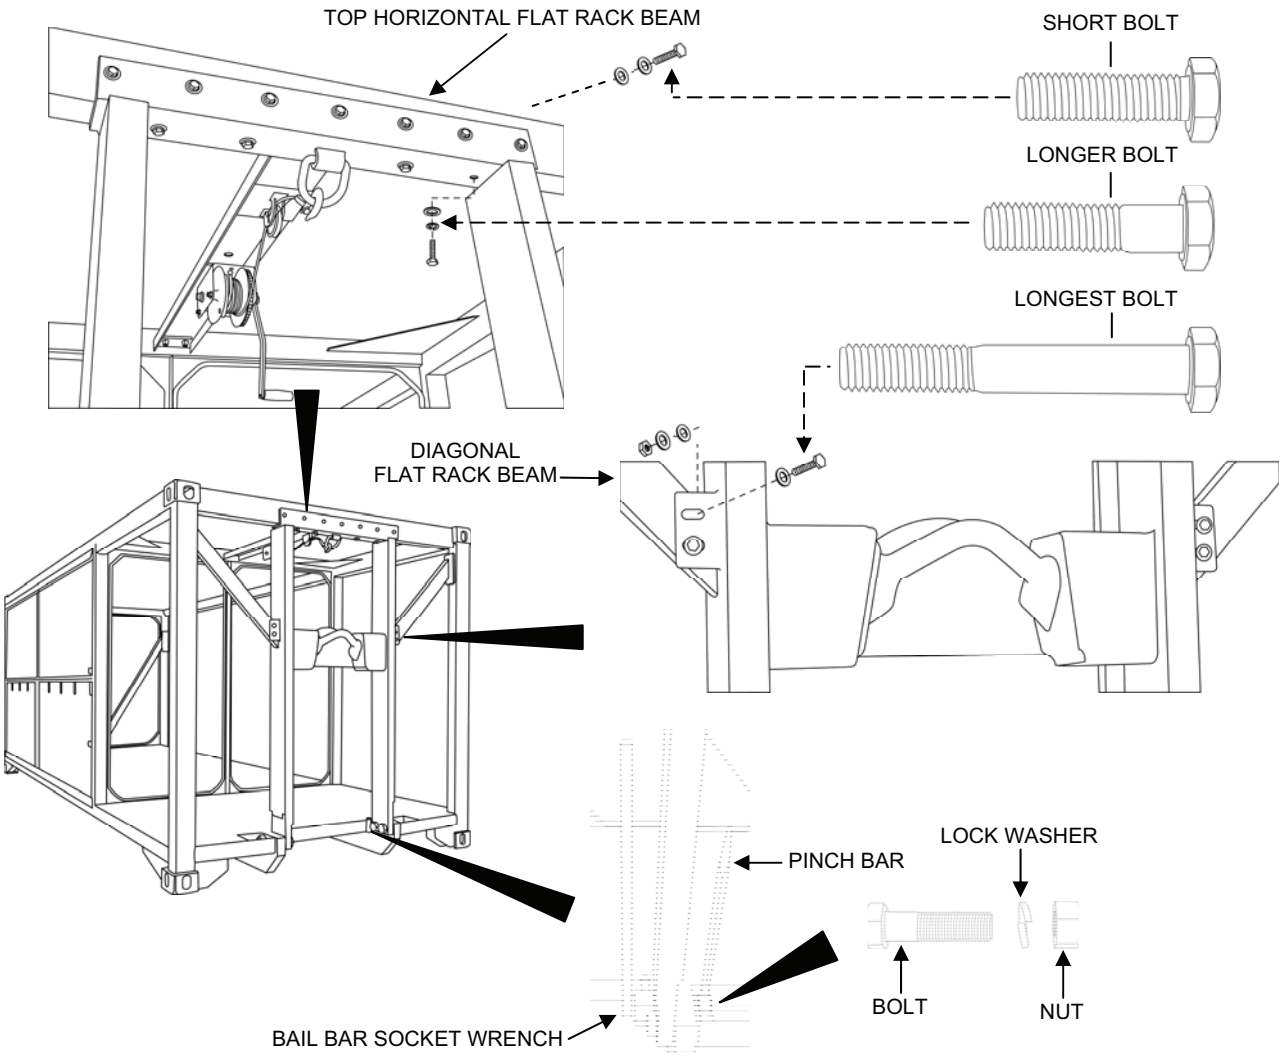

Figure 21. Correct Bail Bar Bolt Installation Locations.
c. Install the two large bolts, lock washers and nuts that secure the bottom of the bail bar to the flat rack (Figure 21).
d. Separate the three different size bolts used to secure the middle of the bail bar to the diagonal beam of the flat rack and the top of the bail bar to the top horizontal flat rack beam (Figure 21).